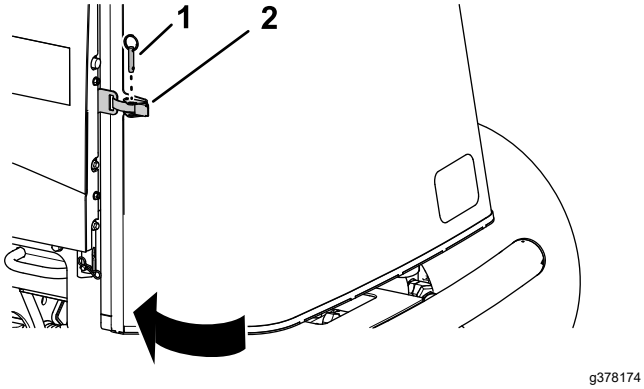

Figuur 67
1. Sluit en vergrendel het scherm (Figuur 67).